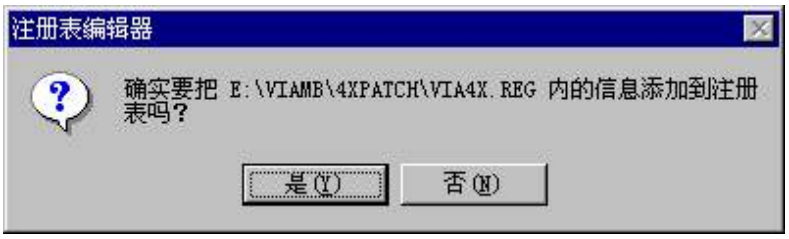

图 4-1-9
9、安装 4X 显卡驱动补丁，运行：X:\viamb\4xpatch\via4x.exe，双击它出现注册表编辑器画面，单击“是”，然后继续（如图 4-1-9）。